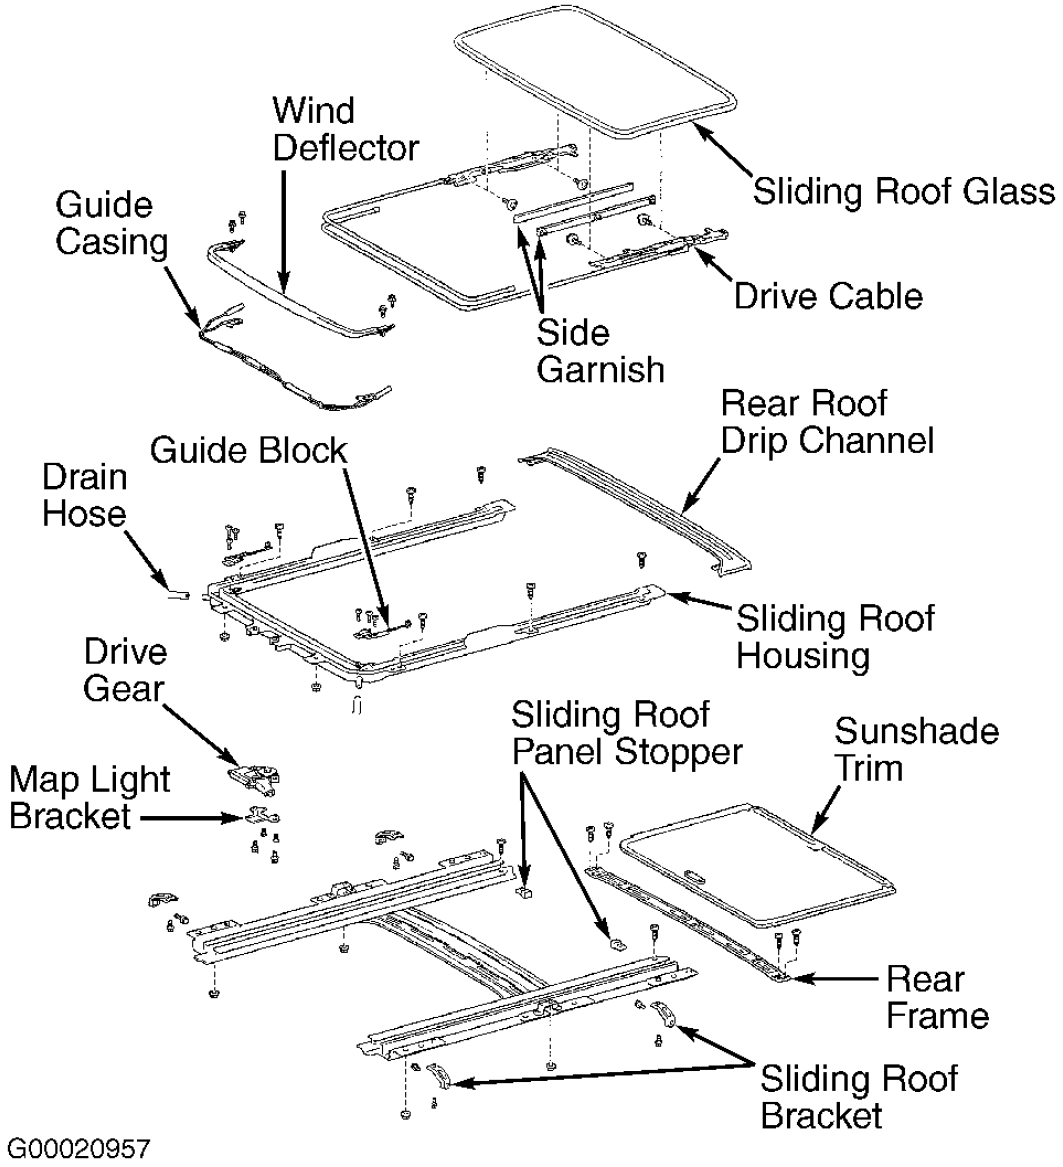

Fig. 32: Exploded View Of Sun Roof Assembly (2000 Avalon)
3. Remove sun roof glass mounting nuts. See **Fig. 32** . Pull upward on sun roof glass to remove. Remove sun roof motor assembly. Disconnect 4 drain hoses from sun roof housing. Remove 8 bolts, 4 brackets, 6 nuts and sun roof housing. To install, reverse removal procedure.